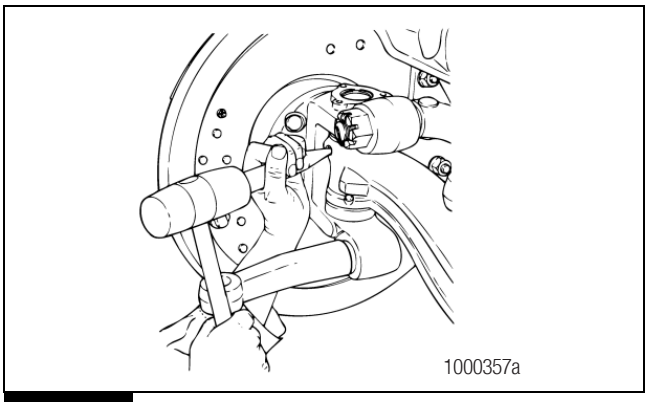

Figure 6.19
15. Seat the top draw key into the front of the beam. Refer to Table F. Seat the bottom draw key into the back of the beam by striking it with a hammer and drift. The keys must align with the slots of the king pin. Do not install or tighten the locknuts before checking the knuckle end play. Figure 6.19.